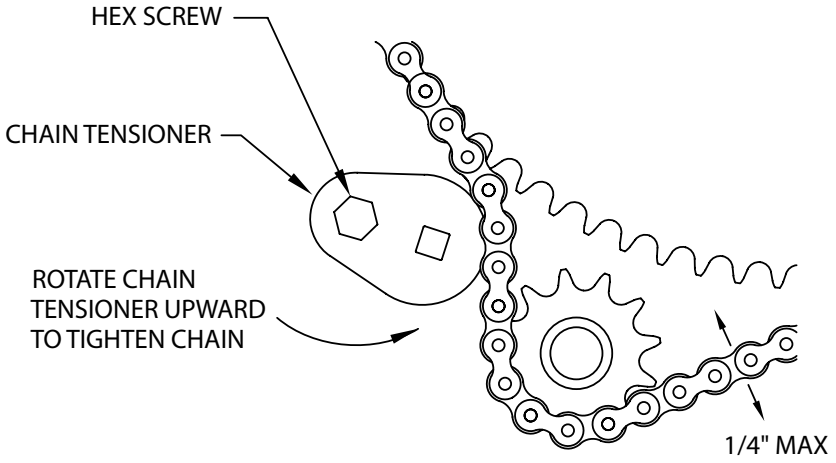

Figure 31
- To adjust, loosen hex screw with ¾" wrench and rotate chain tensioner toward chain as shown until chain moves no more than a total of ¼". See Figure 31 below.